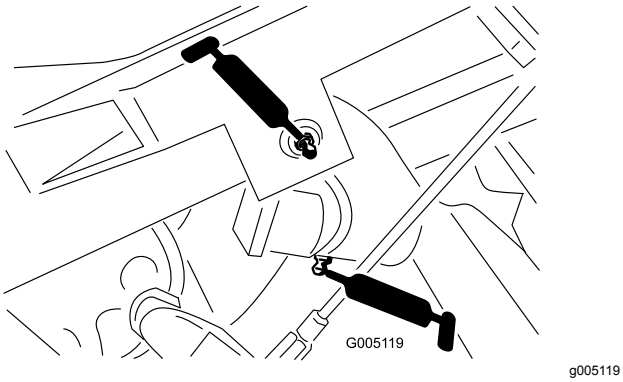

Figuur 37
- Draaipunt van hefarm (3) en draaischarnier (3) (Figuur 37)